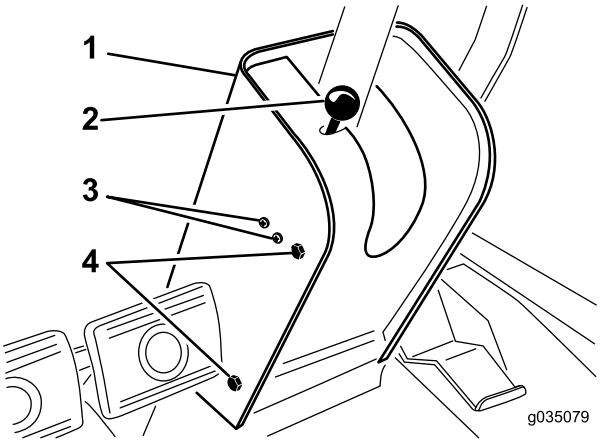

Figur 75
2. Ta knotten av parkeringsbremsestangen, og ta av skruene fra rattstammedekselet (Figur 75).
4. Løsne skruene og mutterne som fester parkeringsbremsebryteren til venstre side av rattstammen (Figur 75).